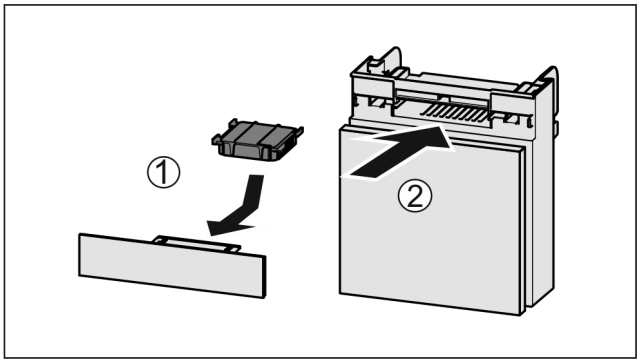

Fig. 207
▶ Вставити фільтр з активованого вугілля за малюнком *Fig. 207 (1)*.
▶ Вставити відділення *Fig. 207 (2)*.